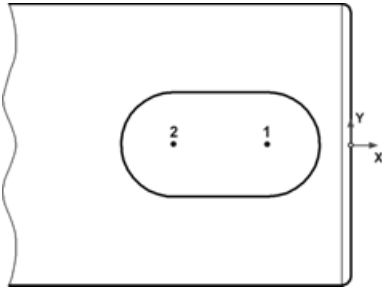

Рис. 5.202
- Нажмите кнопку **Запомнить состояние** на панели специального управления и укажите центры обеих дуг: точки 1 и 2. Паз примет горизонтальное положение (рис. 5.202)[1].